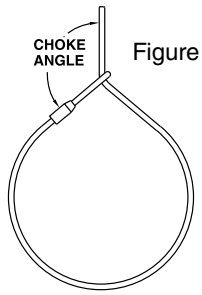

Figure 1
1. The eye of the sling must be in the choked position (around live line). Choker hitch applications should comply with the requirements of ASME B30.9 Slings. Install the choker hitch to provide a minimum choke angle of 120 degrees (See Figure 1). Refer to ASME B30.9 for required de-rating of the sling if choke angle is less than 120 degrees.